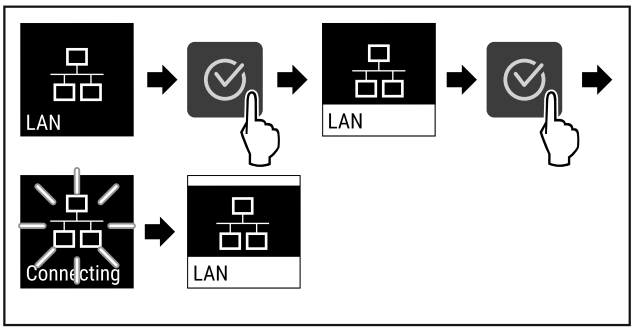

Fig. 91
▶ Suivre les étapes (voir Fig. 91) .